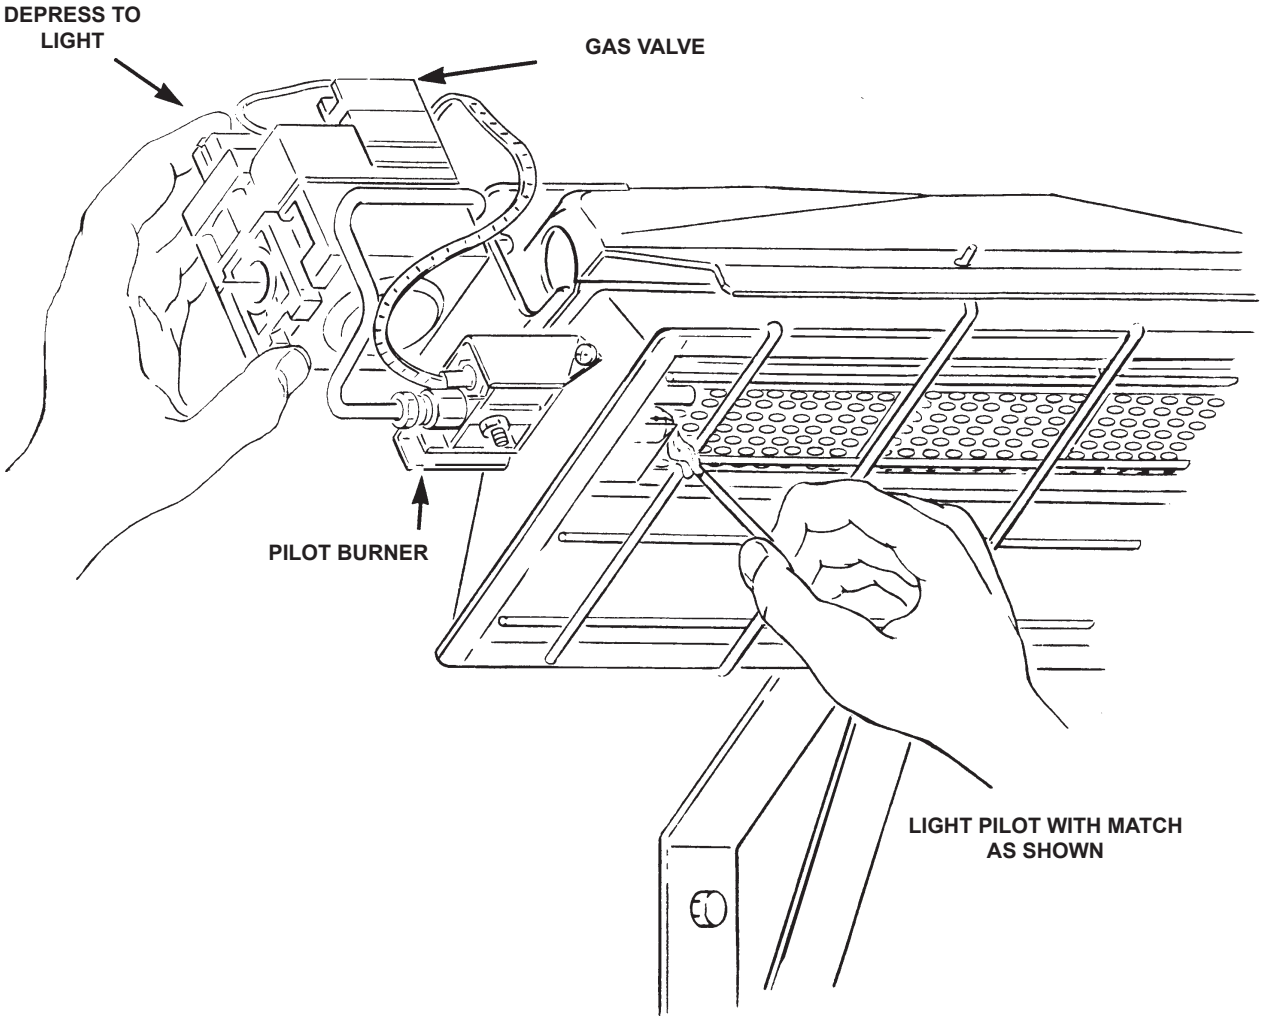

Figure 10. Lighting of Pilot Burner
F. Depress the manual gas control knob. Using a match, light the pilot light. See Figure 10. Hold the knob down for approximately 30 seconds to allow any air in gas lines to pass through pilot and, once pilot is lit, allow the thermocouple to heat up enough to activate the safety valve in an open position.